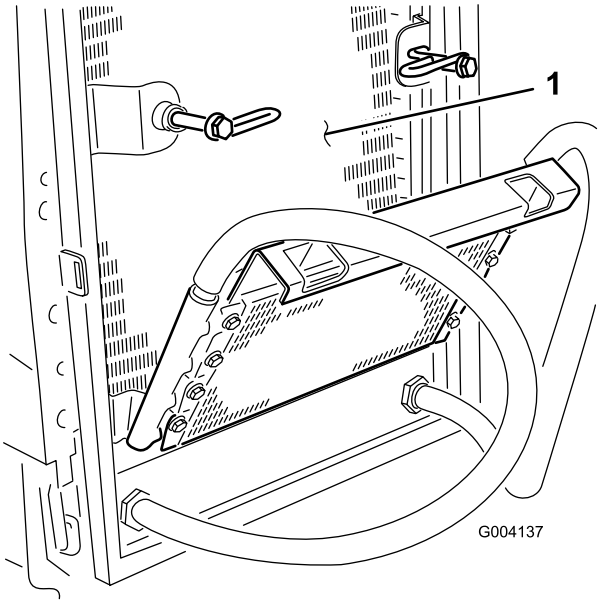

Figura 64
6. Limpie a fondo ambos lados del enfriador de aceite y del radiador (Figura 64) con aire comprimido.